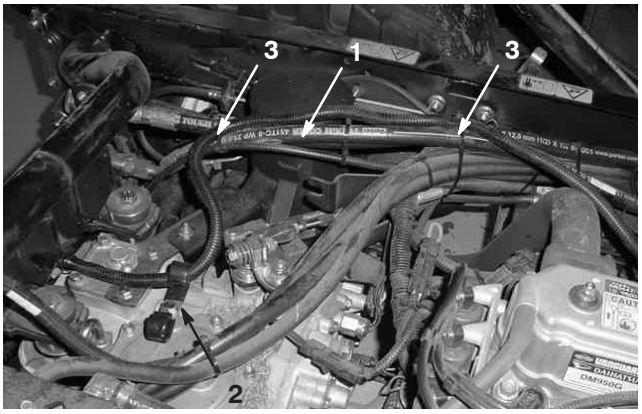

Figur 5
3. Fastgør ledningsnettet til bugseringskøretøjet med wireforbindelse på de steder, der er vist i figur 5.
5. Før ledningsnettet gennem den venstre J–clips som vist på figur 5.